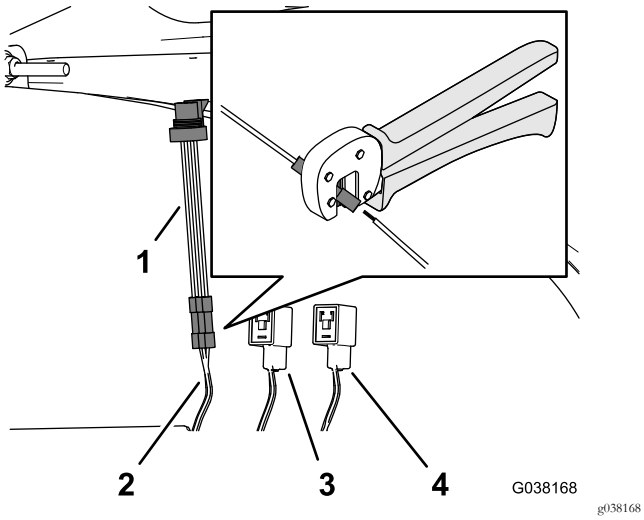

Figura 35
3. Centre uma ferramenta de engaste por cima do conector de juntas e fios e frise o conector em segurança (Figura 35).